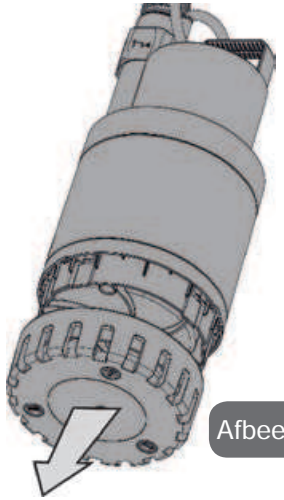

Afbeelding 11
- Het aanzuigrooster verwijderen (Afb.11).
• Het onderste deel verwijderen (Afb.11).